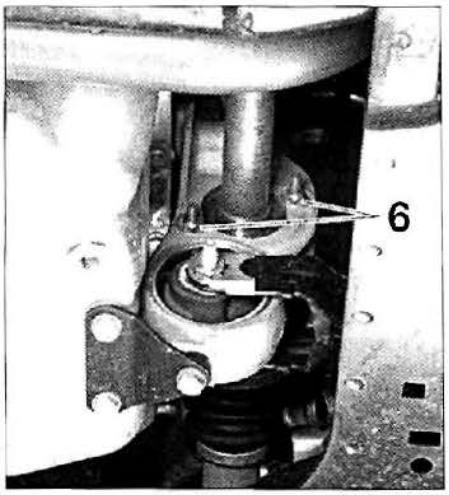
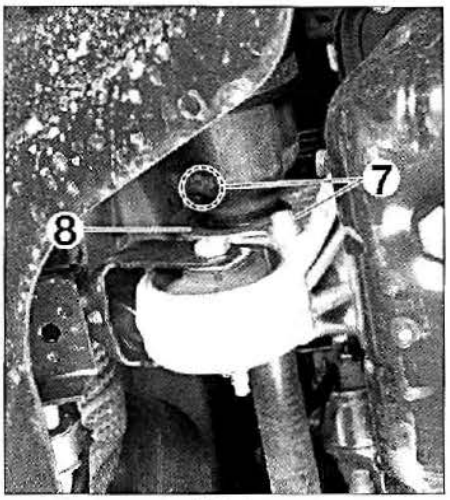

FIG. 4
FIG. 5
- 1° caso **(fig. 4)**:
- aflojar las tuercas (6)
- 2° caso **(fig. 5)**:
- aflojar los tornillos (7)
- desmontar el tornillo (7) inferior
- desmontar la placa de sujeción (8)
- Colocar la mangueta en el cuerpo de amortiguador y sujetarla con un tornillo (5).